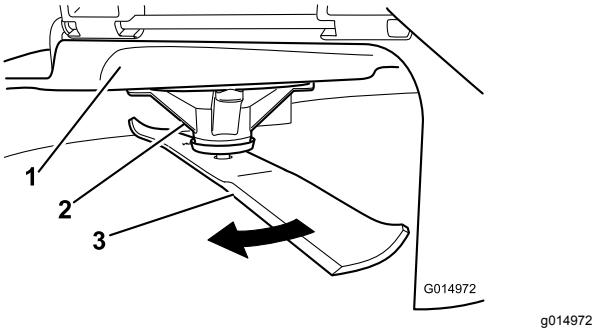

Figur 102
2. Ta på tykke arbeidshansker eller annet hensiktsmessig håndvern og sakte roter kniven som skal måles, til en stilling som gjør det mulig å måle avstanden mellom kniveggen og den plane overflaten maskinen står på (Figur 102).